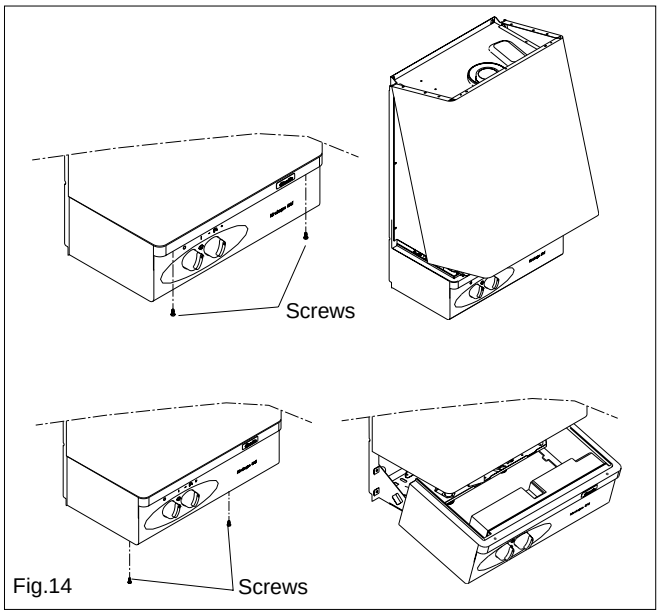

Fig.14
- locate and remove the 4 screws that secure the controls fascia to the appliance casing (see fig. 14);